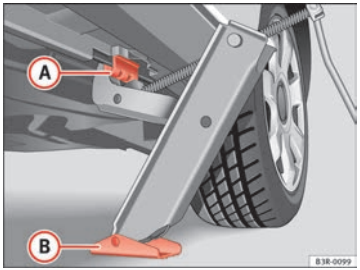

Fig. 185 Changing the wheel: Jack
– Align the jack so that the arm of the jack fits on the rib under the door sill ⇒ fig. 185 (A) and the movable base plate of the jack (B) is flat on the ground.